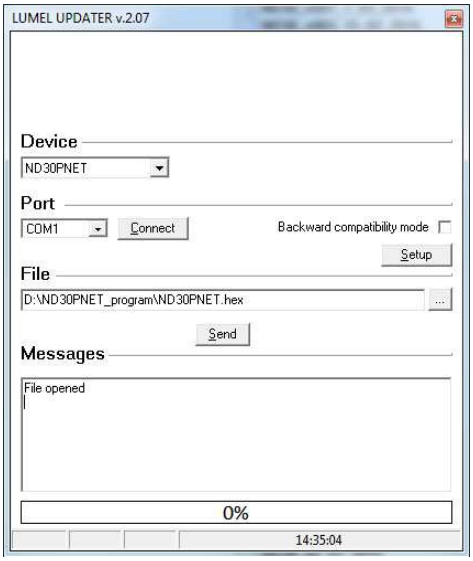

Fig.33. View of program window: a) eCon, b) firmware upgrade
Caution! After upgrading the software, the user should restore the factory settings of the meter, therefore it is recommended to preserve the initial meter parameters before upgrading it using eCon software. After starting eCon the serial port, speed, mode and meter address should be set in the settings. Then select ND30PNET meter and click *Configure*. To read all the settings, click the down arrow icon, then the floppy disk icon to save your settings to a file (you need to restore them later). After selecting *Update firmware* (in the upper right corner of the screen) *Lumel Updater* (LU) window will open - Fig. 33 b. Press *Connect*. *Messages* information window contains info about the progress of the upgrade process. When the port is properly opened the display shows: *Port opened*. Entering in the procedure of updating in the meter is done in two ways: remotely via LU (based on the settings in eCon - address, mode, speed, COM port) and by switching the power meter while pressing the button ↵ (while entering bootloader mode by pressing the button, the communication parameters: 9600, RTU8N2, address 1). The display shows *boot* with bootloader version, while LU shows the following message *Device found* and the name and version of the connected device. Press the button "*...*" and specify the update file of the meter. When the file is properly opened, the following message is displayed *File opened*. Press the button *Send*. After successful upgrade the meter switches to normal operation, and the information window shows *Done* and the upgrade duration. After closing LU window, go to the group of parameters *Service parameters*, select *Set the meter default parameters* and press the *Restore* button. Then press the folder icon to open the previously saved settings file, and press the up arrow icon to save the settings in the meter. The current software version can also be checked by reading the greeting messages of the meter after the power is turned on.